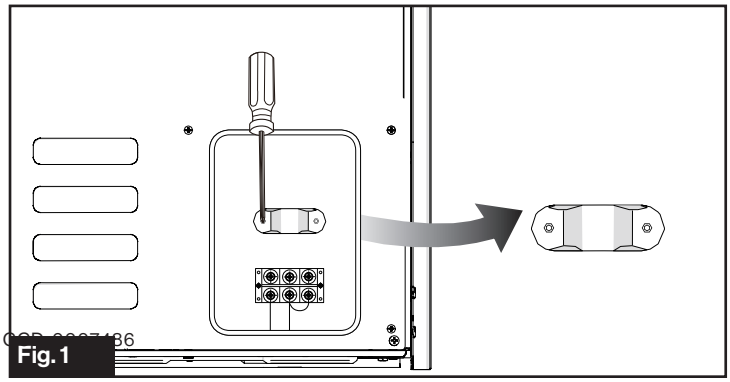

Fig. 1
1. Retirez la décharge de traction et le couvercle du connecteur à l'aide d'un tournevis cruciforme. (Fig. 1)